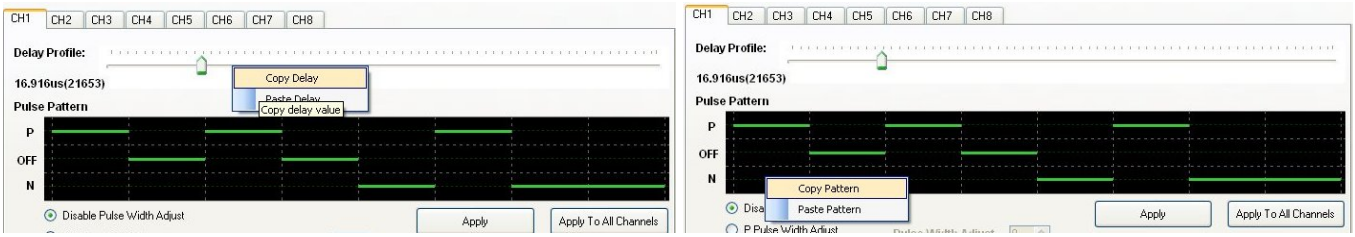

Figure 20: Copying Delay Profile and Pulse Pattern
- Both delay profiles and pulse patterns may be copied from one channel and pasted into another channel. To copy a delay profile and/or pulse pattern, point to the respective area and right mouse-click to copy, as shown in **Figure 20.** NOTE: Both parameters can be copied one right after the other, rather than copying one, pasting, and then back to copying the other and pasting.